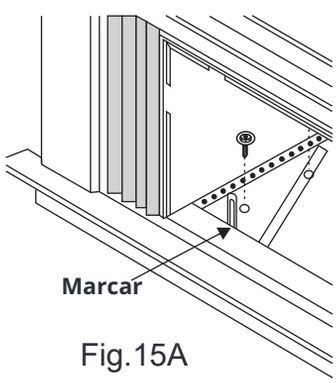

Fig.15A
1. Mantenga cada soporte de montaje al ras contra el exterior del alféizar y ajustado a la parte inferior del mueble como se muestra en la Fig.15A. Marque los soportes en el nivel superior del alféizar y retire.